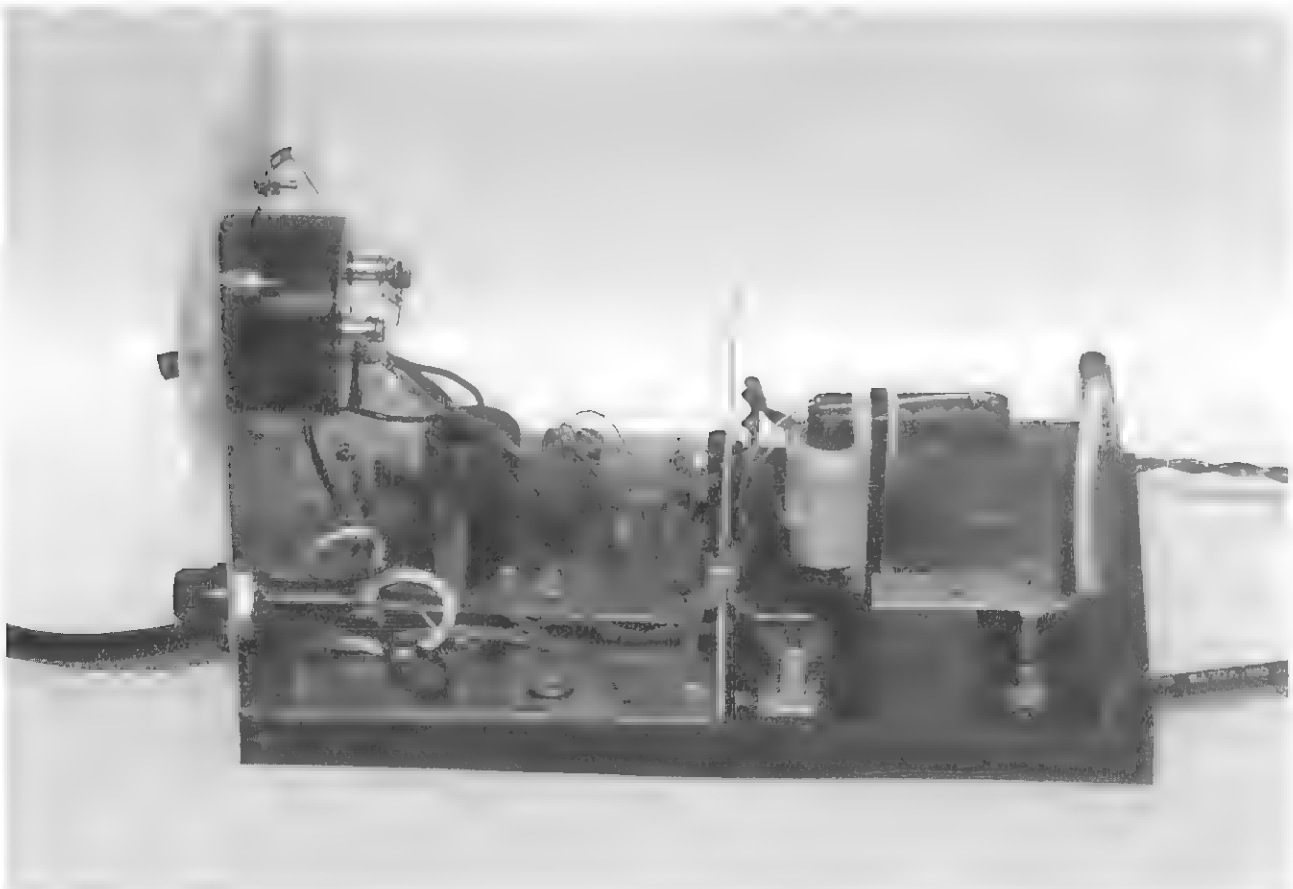

Figure 15-12 *Driver section*
15. Double-check the wiring for any obvious errors. You should have a finished assembly resembling Figure 15-12. The unit is now ready for the basic pretest.